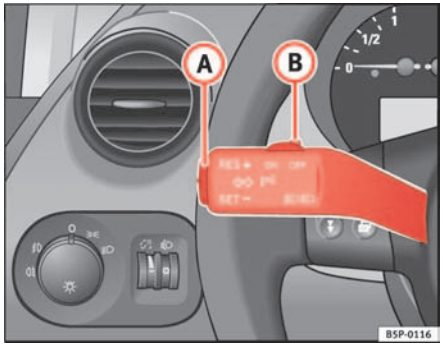

Fig. 143 Turn signal and main beam lever: switch and rocker switch for CCS
– Press the lower part **SET** of the rocker switch ⇒ fig. 143 (A) once briefly when you have reached the speed you wish to set.